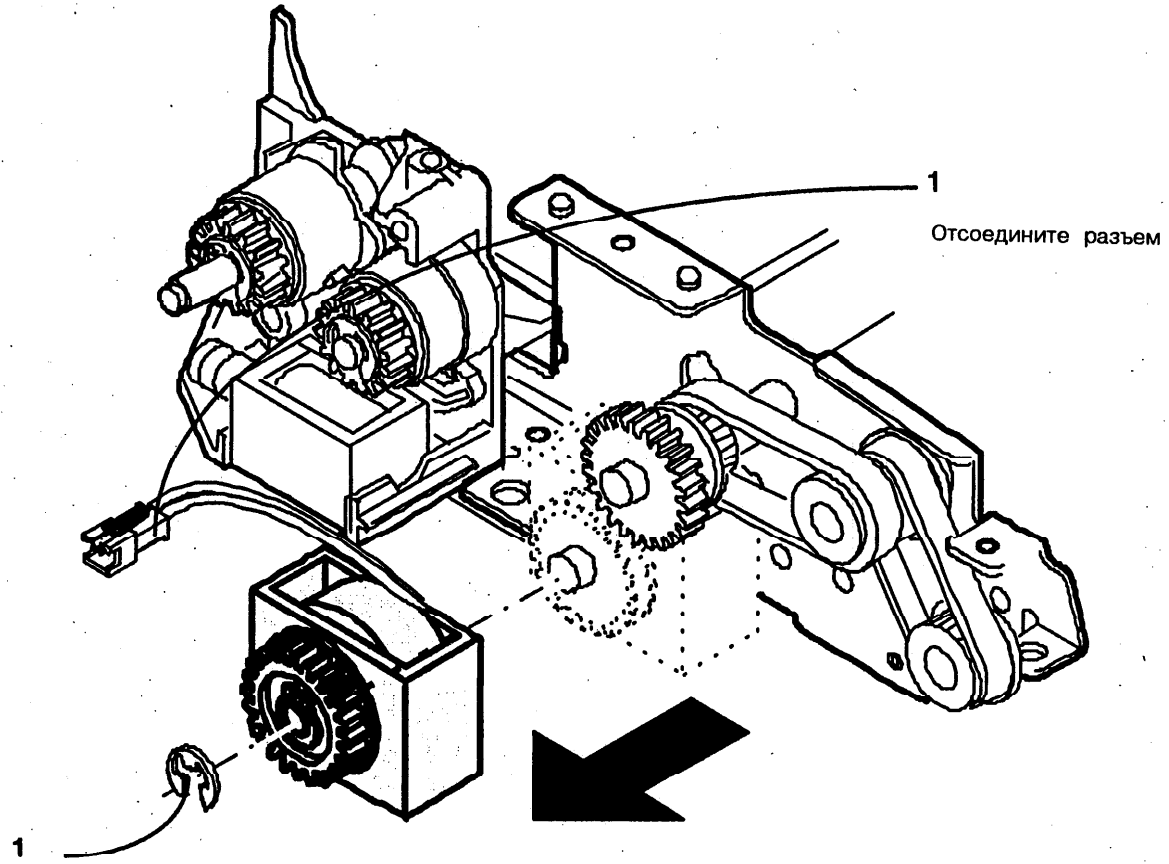

Рис. 1. Снятие муфты ролика регистрации
2. (Рис. 1) Снимите муфту ролика регистрации (CL1).